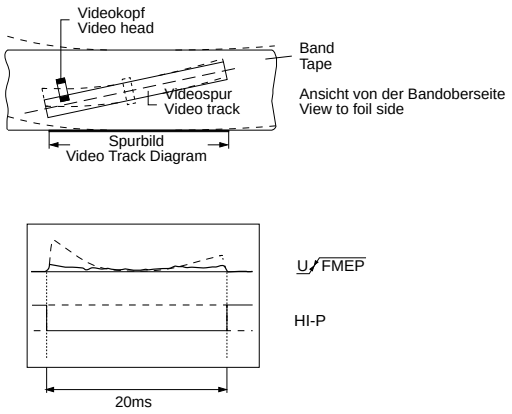

Fig. 24
– Einstellung: Durch Justieren der Umlenkrolle des linken und rechten Fädelschlittens (Pos. 23 und Pos. 26) mit dem Einstellschraubendreher das FM-Hüllkurve Bild U/FMEP auf geraden Verlauf und minimale Abweichung einstellen (Fig. 24).
– Adjustment: With the adjustment screw driver set the reverse roller of the left and right threading roller units (Pos. 23 and Pos. 26) to make the FM Envelope Picture U/FMEP as straight and flat as possible (Fig. 24).